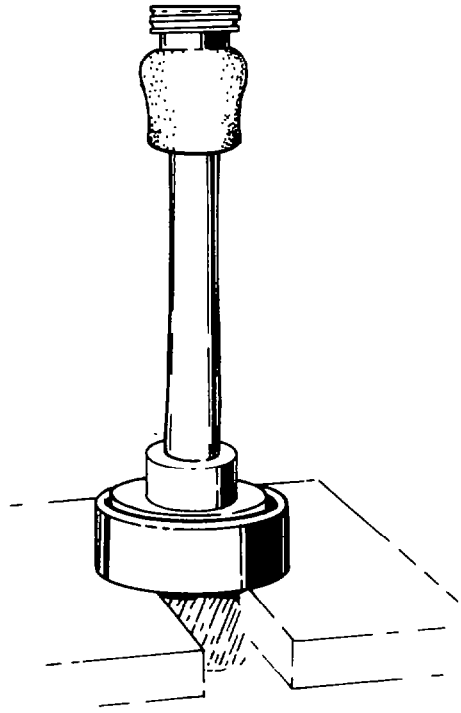

Fig. 289 — Removing Bearing Assembly
i. Install the bearing cup (previously removed from carrier housing, para. g.) onto the pinion shaft bearing cone, then press the bearing assembly from the pinion shaft (see fig. 289).